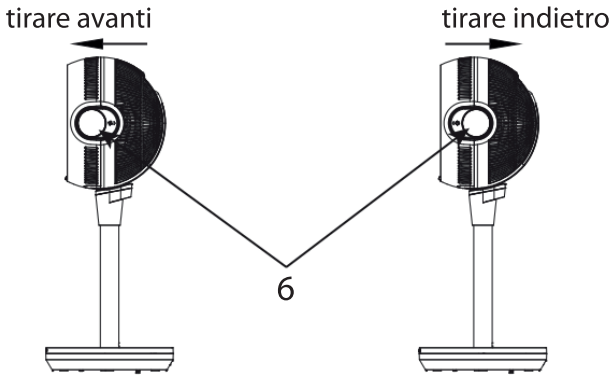

fig.1
- MODALITÀ RISCALDAMENTO: spostare entrambi i selettori (**6**) (destra e sinistra) in avanti (verso la griglia). Questo aiuterà a ridurre l'ingresso dell'aria fredda dell'ambiente e a concentrare il calore durante l'uscita dell'aria. Vedere Fig.1.